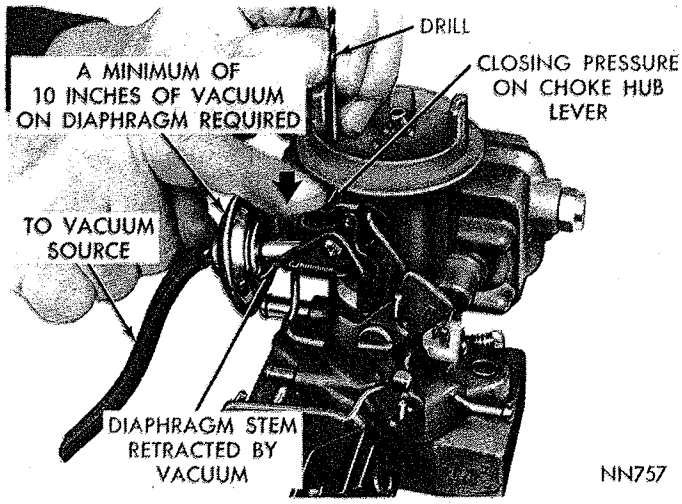

*Fig. 11—Checking the Choke Vacuum Kick Setting*
(1) With engine **Not** running, open throttle valve far enough to allow choke valve to be moved to the closed position.
(2) Disconnect vacuum hose from the diaphragm and connect hose from vacuum supply, as shown in (Fig. 11). A minimum of 10 inches of mercury (HG) will be required.
(3) Insert a Number 38 drill, automatic transmissions (Standard and CAP carburetors.) Use a Number 30 drill, manual transmissions (Standard carburetors,) or a Number 28 drill, manual transmissions (CAP carburetors.)
(7) Install choke operating link and recheck choke valve opening, using a gauge or drill. Refer to (Fig. 11).